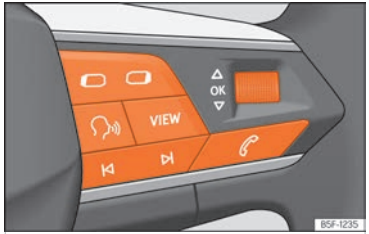

Fig. 12 Right side of multifunction steering wheel: buttons to the menus and informative indications on the instrument panel (depending on the version).
As long as a priority 1 ››› page 22 warning is active, it will not be possible to access any menu. Some warnings can be confirmed and hidden with the button OK of the multifunction steering wheel ››› Fig. 12.
- If a message or vehicle symbol is displayed, press the button OK ››› Fig. 12; several times if necessary.